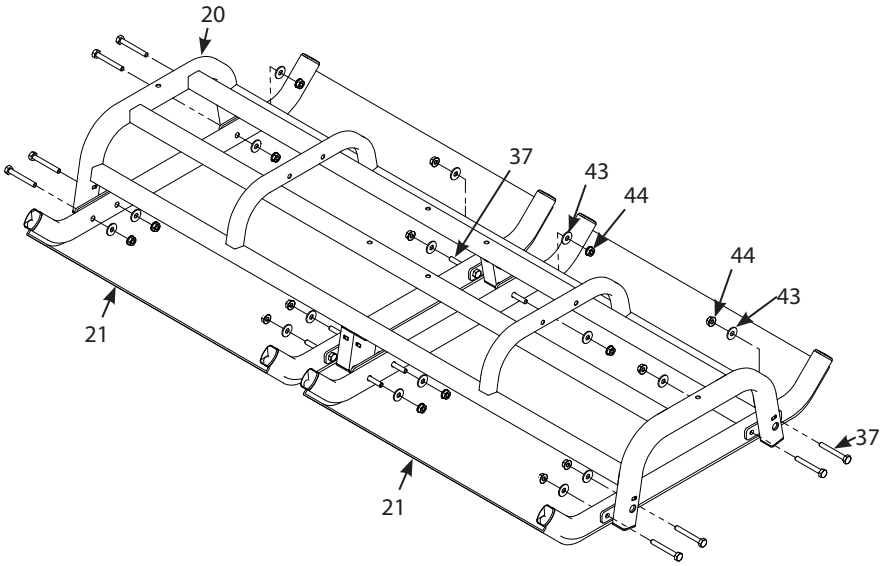

FIGURE 17
17. Begin assembly of the seat by laying the seat assemblies (21) face down. Then, lay the seat frame (20) over top of the seats (21). Attach the seats to the frame using eight 1/4-20 X 1-3/4 IN bolts (37), 1/4 IN steel washers (43), and 1/4-20 nuts (44) for each seat. Only hand tighten all hardware to start. Then, once all hardware is started by hand, securely tighten to tension the seats. **SEE FIGURE 17.**